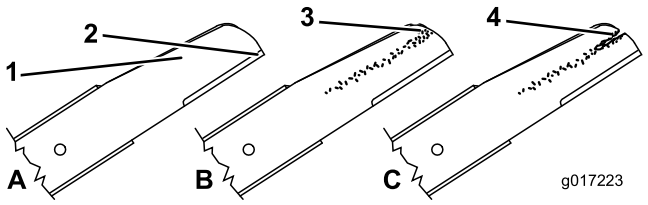

Figuur 30
1. Controleer de snijranden (Figuur 30). Als de randen niet scherp zijn of bramen vertonen, moet u de maaimessen verwijderen en slijpen of vervangen.
2. Controleer de messen zelf, met name het gebogen deel (afb. 42). Als u beschadiging, slijtage of groefvorming in dit deel constateert (Figuur 30), dan de messen direct door nieuwe messen vervangen.